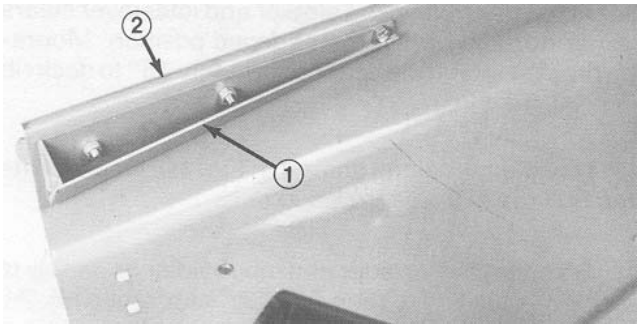

Figure 8
1. Mark and drill a 3/8” dia. hole thru the center of the deflector stop (Fig. 8).
2. Mount end of front baffle to deck with a 5/16 – 18 x 7/8” lg. capscrew and locknut (Fig. 8)
3. Align baffle with edge of deck and use baffle as a template to mark and drill (2) remaining 3/8” dia. holes in deck (Fig. 8).
4. Secure baffle to deck with (2) 5/16–18 x 518” lg. capscrews and locknuts (Fig. 8).